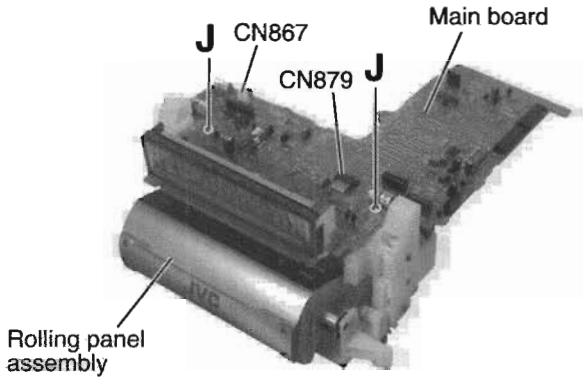

Fig.14
■Removing the main board (See Fig.14 and 15)